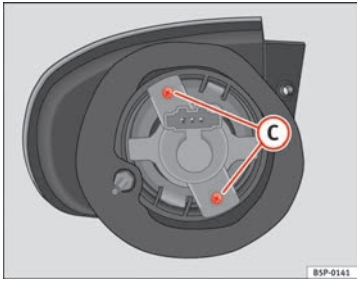

Fig. 194 Indicator light
– Unscrew the bolts ⇒ page 272, fig. 194 (C) from the lamp holder and pull on this.
– Unscrew the bolts ⇒ fig. 194 (C) from the lamp holder and pull on this.